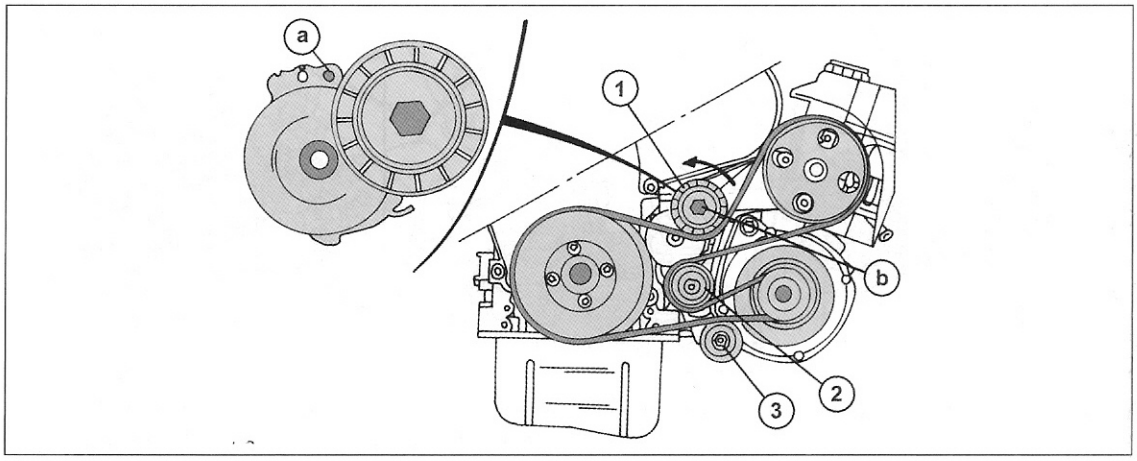

Bild 142
Bild 142 zeigt die Verlegung des Riemens, wie man sie von der Vorderseite aus sieht. Die Riemenspannrolle (1) sowie die beiden Laufrollen (2) und (3) drehen sich auf Lagerzapfen. Vor Einbau des Riemens alle drei Rollen durchdrehen. Sie müssen sich zwanglos drehen lassen und dürfen kein übermäßiges Spiel haben. Zum Zurückstellen der Spannrolle (1) wird ein Ringschlüssel der entsprechenden Größe gebraucht, welchen man an der Schraube „b" ansetzt. Um die Spannrolle nach Entlasten der Spannung in der zurückgestellten Stellung zu halten, braucht man einen Metallstab oder Zylinderschaftdorn von 4 mm Durchmesser, welcher in die Bohrung „a" neben der Spannrolle eingeschoben wird. Beim Erneuern des Riemens folgendermaßen vorgehen:
- Einen Ringschlüssel an der Schraube „b" der Spannrolle (1) ansetzen, den Ringschlüssel nach links verdrehen und den genannten Dorn in die Bohrung „a" einschieben, sobald diese sichtbar wird. Die Spannrolle verbleibt jetzt in dieser Stellung und der lockere Riemen kann abgenommen werden.